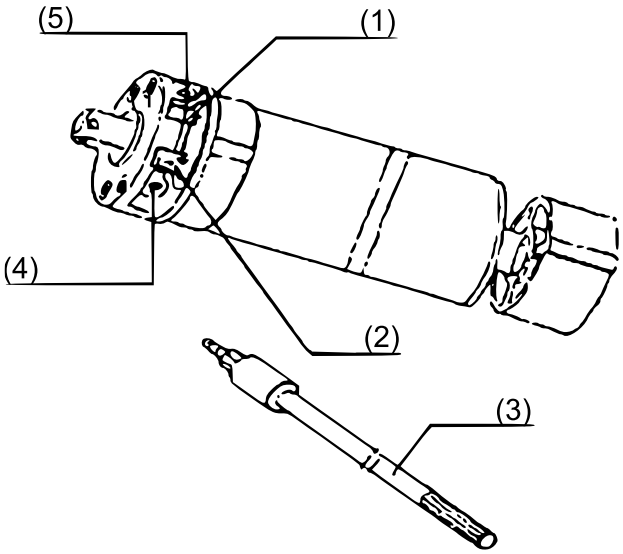

Abb. 12
5. Befestigen Sie nun die Rollladenwelle **(5)** so an den Halterungen, dass Zugang zu den Einstellschrauben des Motors (Abb. 12) besteht.
8. Fahren Sie den Rollladenbehang **(6)** anschließend mit Hilfe des Bedienelements hoch, bis der Motor automatisch anhält. Verwenden Sie einen Schraubenzieher, um die obere Endposition des Behangs mit Hilfe der unteren Einstellschraube (Abb. 12) manuell einzustellen.